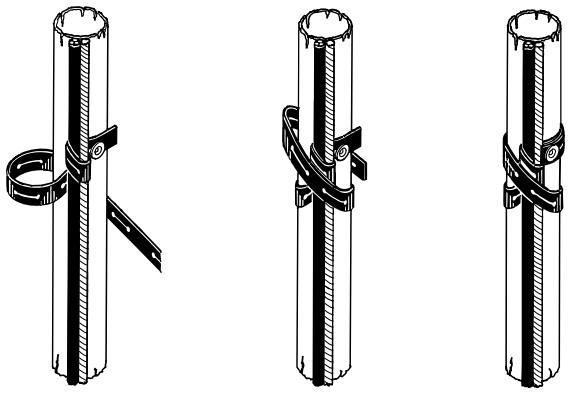

Рис. 15 Крепление кабеля
3. Расположите трос вдоль погружного кабеля, как показано на рис. *Рис. 15*.